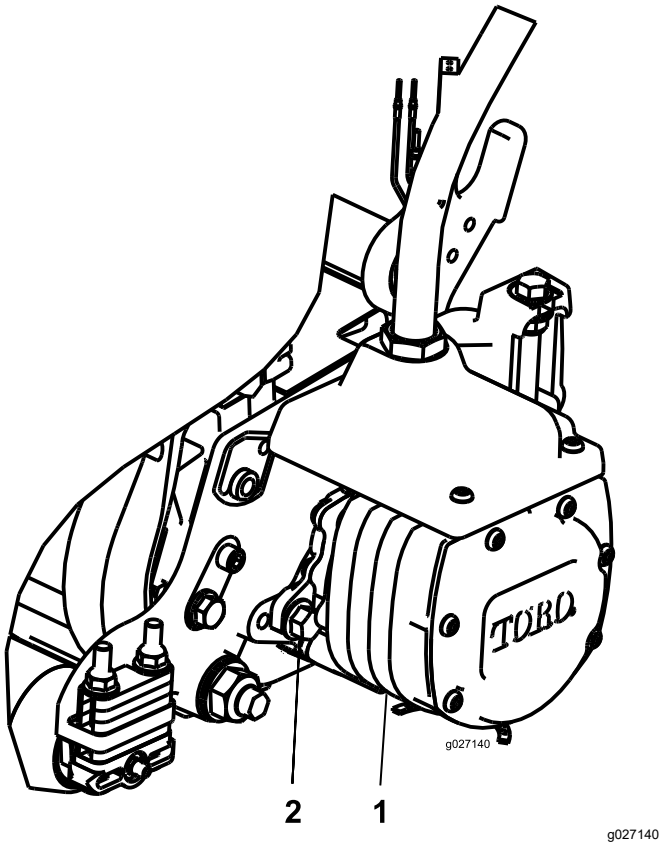

**Figuur 24**
3. Lijn de motor uit met de maai-eenheid zodat u de flenzen van de motor voorbij de bouten kunt brengen; doe dit rechtsom (Figuur 24).